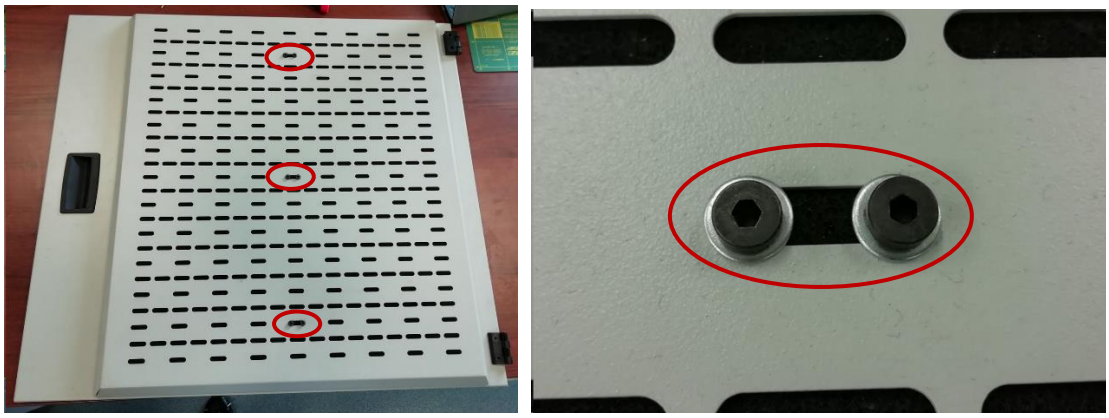

Rys. 20 Przykręcenie śrub DIN7984-M4x6
13. Powtórz czynności opisane w punkcie 11 i 12 dla kolejnych 5 śrub (rys.20).